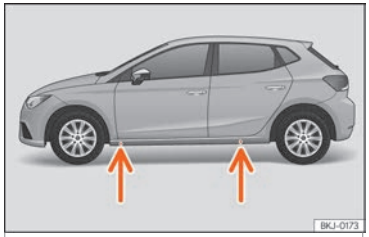

Fig. 76 Pontos de apoio do macaco.
- Procure na longarina a marca do ponto de apoio do macaco (zona afundada) mais próximo da roda a substituir ››› Fig. 76.